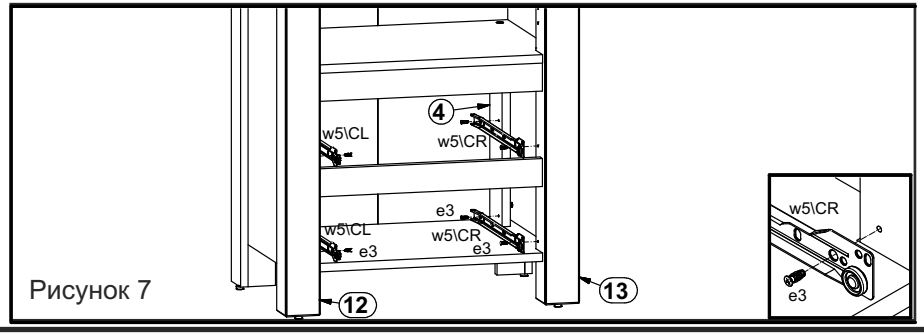

Рисунок 7
17. Установить изделие на опоры. На внутренних поверхностях стенок средних **4,** ног **12, 13** закрепить направляющие **w5\CL** и **w5\CR (см. рис. 7)**.